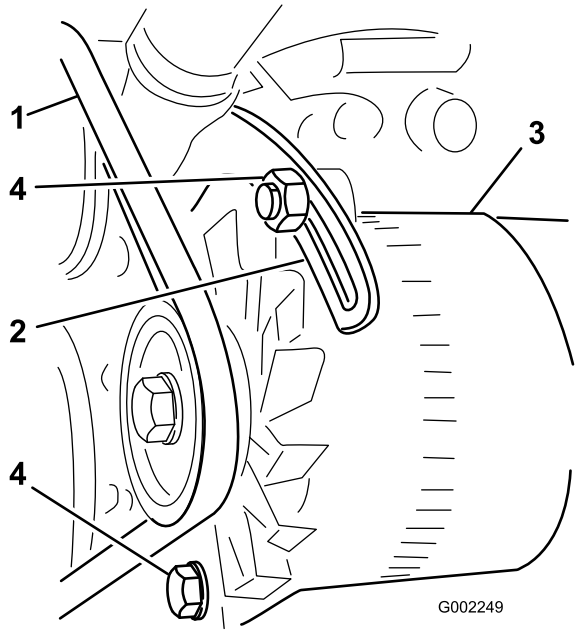

Figur 55
3. Lossa bultarna som fäster staget till motorn och bulten som fäster generatorn till staget (Figur 55).